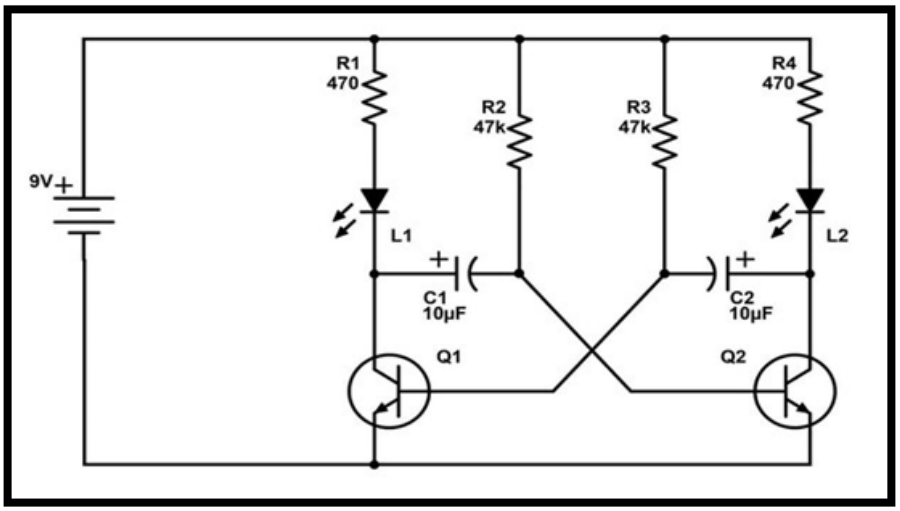

FIGURE 1
3.2 Study the circuit in FIGURE 1 below and then answer the question.
Draw a materials list of the components needed for the circuit in FIGURE 1. For your answer draw a table and insert the components in the ANSWER BOOK. (6 × 1) (6)
3.3 Explain THREE ways to take care of a soldering iron. (3)